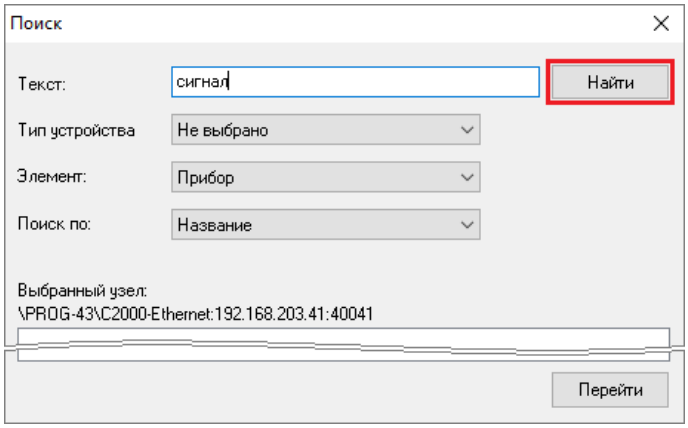

Рисунок 6-29 Инициализация поиска заданного текста в названии приборов
2) в открывшемся окне «Поиск» (см. п. 6.3.1.1.1.2.1) задайте параметры поиска (см. п. 6.3.1.1.1.2.1.1) и нажмите кнопку поиска «Найти» (см. Рисунок 6-29). В области отображения